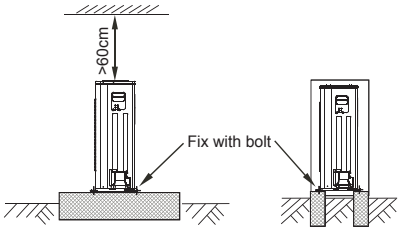

Fig.6-15
- Make concrete foundation accoding to the sepecif-ications of the outdoor units.*(Refer to Fig.6-15)*
- Fasten the feet of this unit with bolts firmly to prevent it from collapsing in case of earthquake or strong wind.*(Refer to Fig.6-15)*